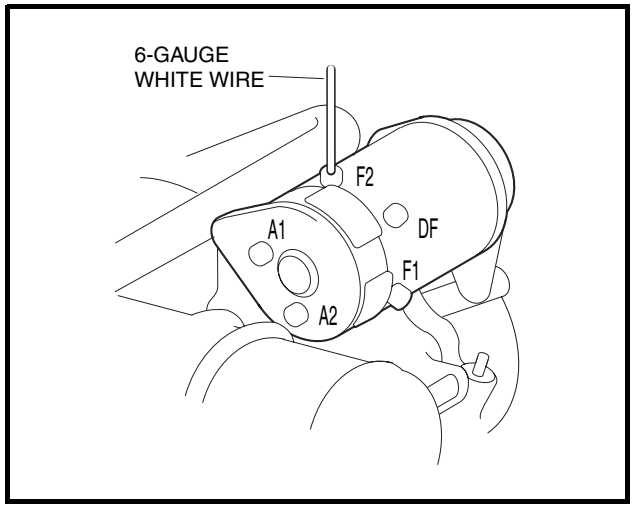

Figure 11-42 Starter/Generator Wire Removal
2. Disconnect the 6-gauge white wire from the F2 post on the starter/generator **(Figure 11-42, Page 11-40)**. Cover the terminal end of the wire with electrical tape to prevent electrical contact.